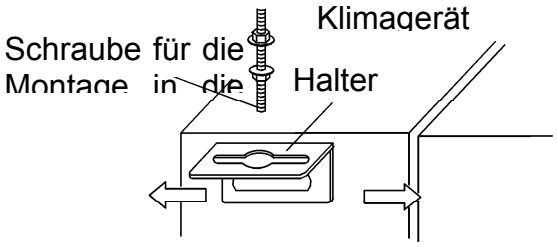

Abb. 33
(2) Installieren Sie das Gehänge in den Halter des Innengerätes nach Abbildung 33.